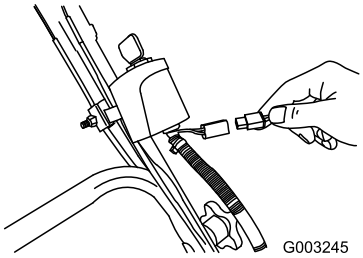

Figur 38
1. Slut opladeren til plæneklipperens ledningsnet neden for tændingsnøglen (Figur 38).